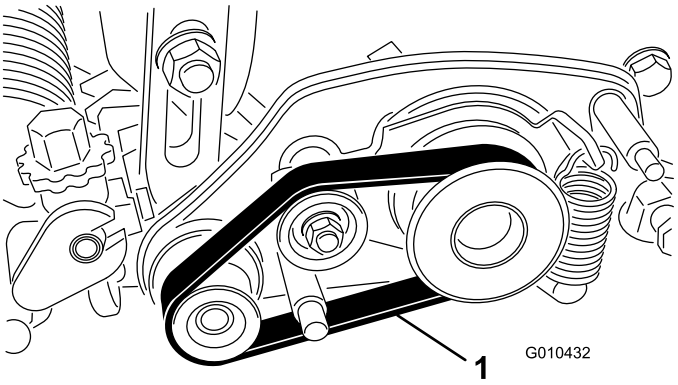

図 18
2. 図 18のように、受動プーリ、アイドアラプーリ、プーリアセンブリにベルトを取り付ける。